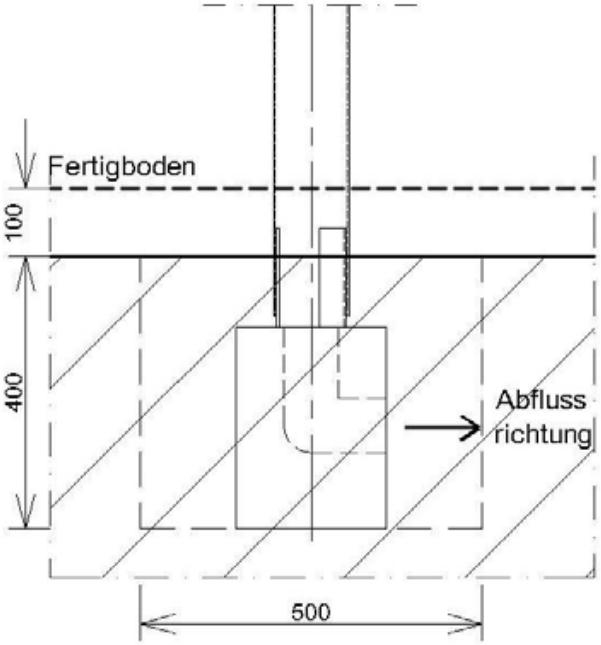

Abb. 16a
3.3 Platzieren Sie die Betonfundamente so, dass die Öffnungen zur Hauswand zeigen und alle waagerecht stehen. Abb.: 16a